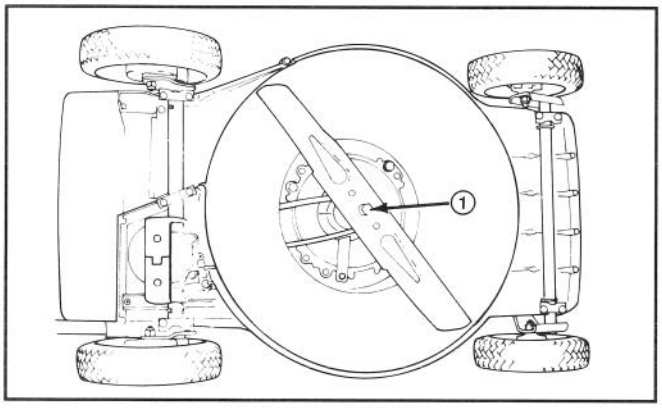

**Abbildung 23**
**3.** Den Mäher auf die linke Seite kippen (Abb. 23). Das Messer nicht drehen, da es sonst Startprobleme geben könnte.
**5.** ENTFERNEN DES MESSERS—Das Endstück des Mähmessers mit einem Lappen oder einem dicken Handschuh anfassen und Messerbolzen, Unterlegscheibe und Messer entfernen (Abb. 23 & 25).